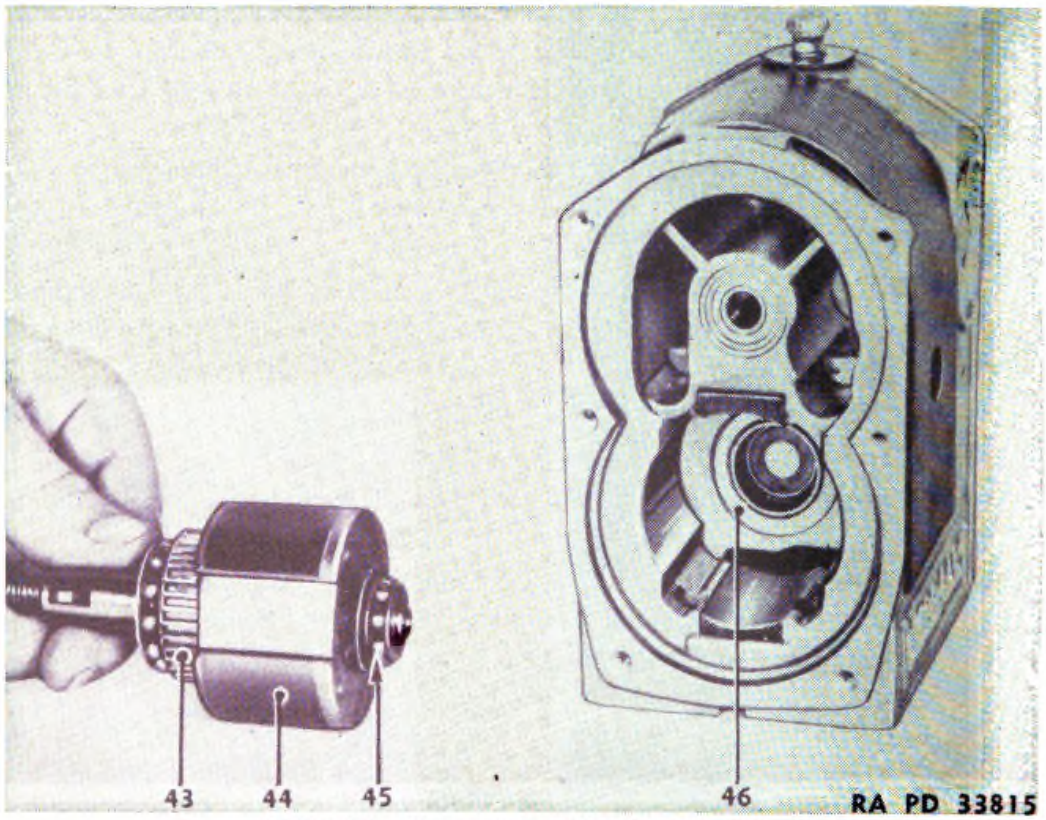

FIGURE 99.—Rotor gear and bearing removal.
d. Be sure to aline timing marks on rotor, gear (43) (fig. 99) and distributor gear when reassembling.
98. Induction rotor and gear.—*a.* With distributor gear removed, the induction rotor will slide out. The rotor gear and bearing (43) (fig. 99) may be driven off by using forked drift (19986). The race alone can be removed by pulling with the Universal puller with chuck (19973). Drift (19985) will install either the race or the gear.
c. The bearing race (45) (fig. 99) can be pulled using the Universal puller with chuck (19971). Drift (19984) (fig 95①) should be used to install this race.
d. Drift (19982) with support (19983) will remove the outer race (46) (fig. 99) from the housing. Arbor (19980), fixture (19981), and base plate (19988) should be used to install the race.